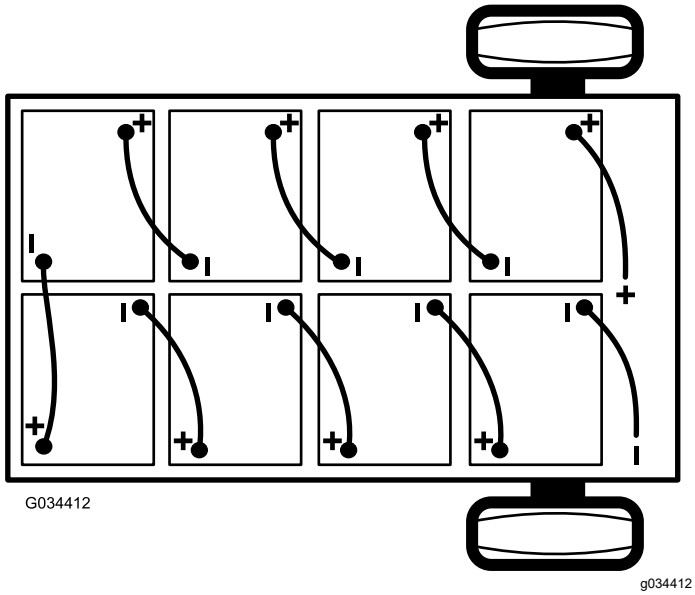

Bild 39
2. Schließen Sie das Hauptminuskabel (schwarz) ab, mit dem die Batterien an der Erdungsstelle der Maschine angeschlossen sind (Bild 39).
3. Schließen Sie das Hauptpluskabel (rot) der Batterie ab, mit dem die Bank der Batterien am Hauptanschluss der Maschine angeschlossen ist (Bild 39).
Hinweis: Achten Sie auf die Batteriepolarität, wenn Sie neue Batterien einsetzen (Bild 39).
6. Schließen Sie die Batterien mit den Batterieverbindungskabeln, die Sie in Schritt 1 entfernt haben, zusammen, wie in Bild 39 abgebildet.
2. Schließen Sie das Hauptpluskabel (rot) der Batterie zwischen der Bank der Batterien und der Maschine an (Bild 39).
3. Schließen Sie das Hauptminuskabel (schwarz) zwischen den Batterien und der Maschine an (Bild 39).